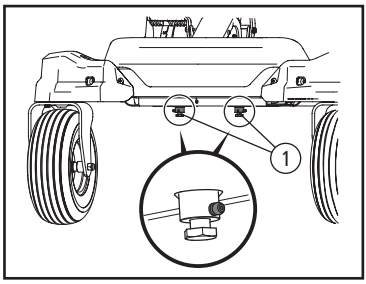

Fig. 21
Abaixo do chassi do equipamento há dois bicos (1) graxeiros para os suportes de direção/rotação. Lubrifique com graxa aplicada usando engraxadeira a 25 horas de operação [Fig. 21].